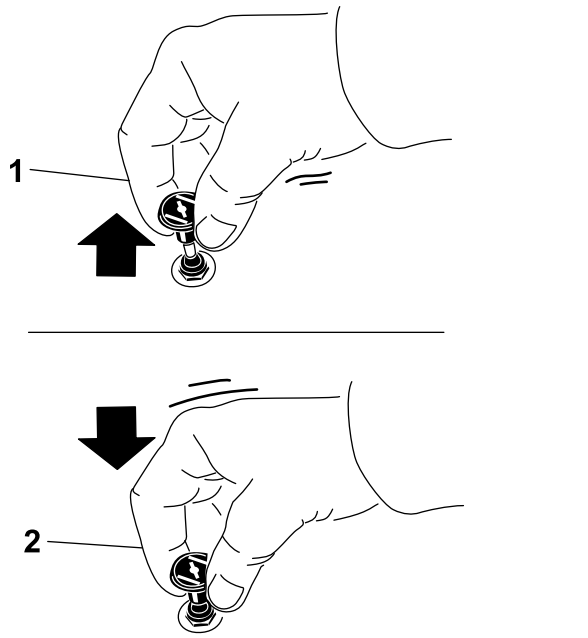

Figura 22
1. Tire hacia arriba del mando para engranar el estárter antes de usar el interruptor de encendido (Figura 22).
2. Presione hacia abajo el mando del estárter para desactivar el estárter después de que el motor arranque (Figura 22).